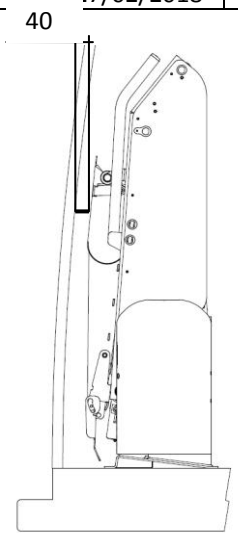

Fig. 6
- Verificare sia dall'esterno che dall'interno del veicolo che la/e porta/e dello stesso si chiudano correttamente senza interferire con il sollevatore. Misurare la distanza minima tra il sollevatore e le porte; se tale misura risulta superiore a 40 mm (distanza minima) (**Fig.6**) è possibile avvicinare il sollevatore alle porte fino al raggiungimento della distanza minima, facendo sempre attenzione a garantire il parallelismo tra il filo esterno della base del sollevatore e il bordo di chiusura della/e porta/e, la centratura del sollevatore all'interno della larghezza del vano e soprattutto che sia verificata la stabilità del veicolo.
- Verify, both on the inside and the outside of the vehicle, that the doors of the vehicle close correctly, with no interference from the lift. Measure the minimum distance between the doors and the lift; if it is more than 40 mm (minimum distance) (**Fig.6**) it is possible to draw up the lift to the doors until it reaches the minimum distance. Pay attention to keep the external edge at the base of the lift and the closing edge in a parallel position. Also pay attention to the centering of the lift inside the width of the compartment.